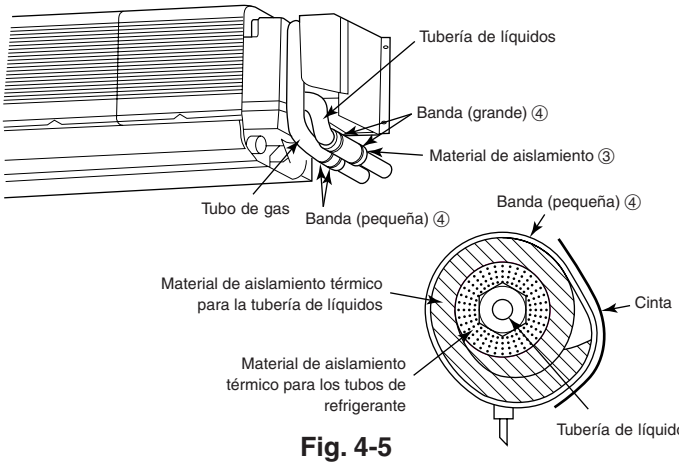

Fig. 4-5
4.4. Tuberías aislantes (Fig. 4-5)
Consulte el procedimiento de aislamiento en la Fig. 4-5.